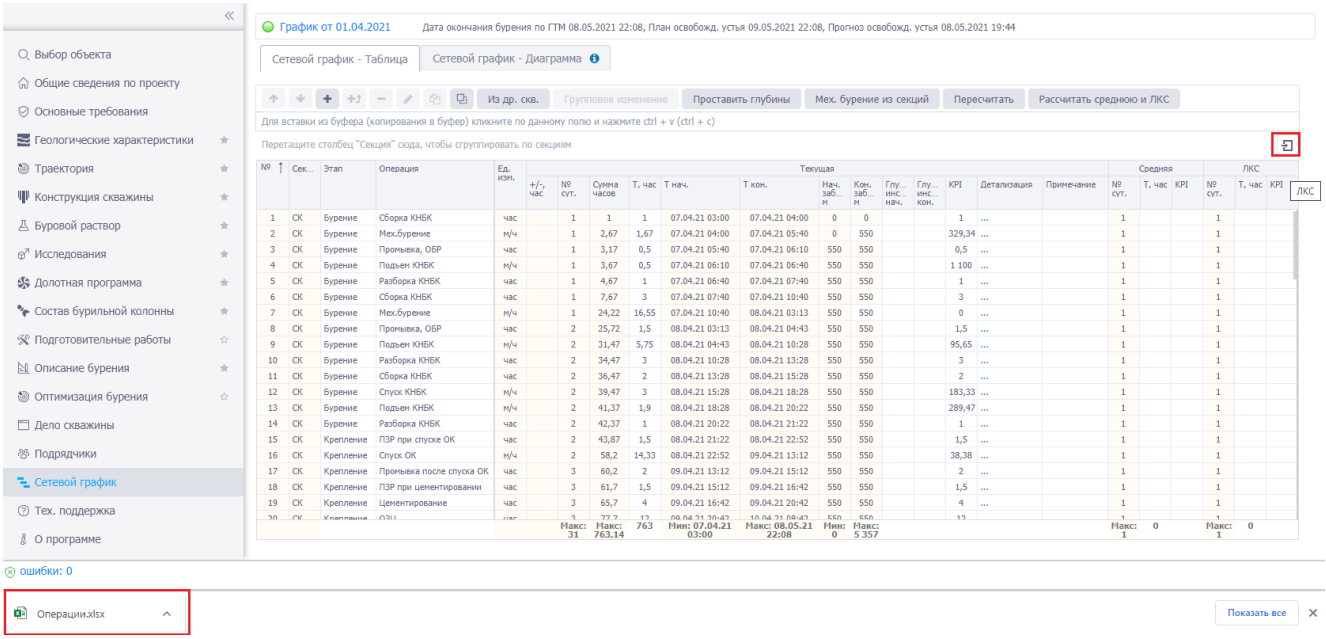

Рис. 3.259
- экспорт сетевого графика. При нажатии на кнопку в открывающемся списке выбирается - экспортировать всё или экспортировать выбранные строки. Сетевой график будет экспортирован в формате *xls (рис. 3.259).